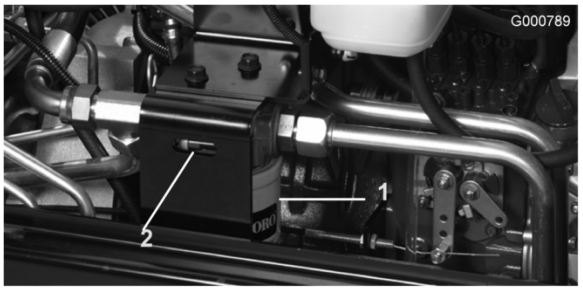

Figuur 65
2. Reinig de omgeving van de plaats waar het filter wordt gemonteerd. Plaats een opvangbak onder het filter en verwijder het filter (Figuur 65).